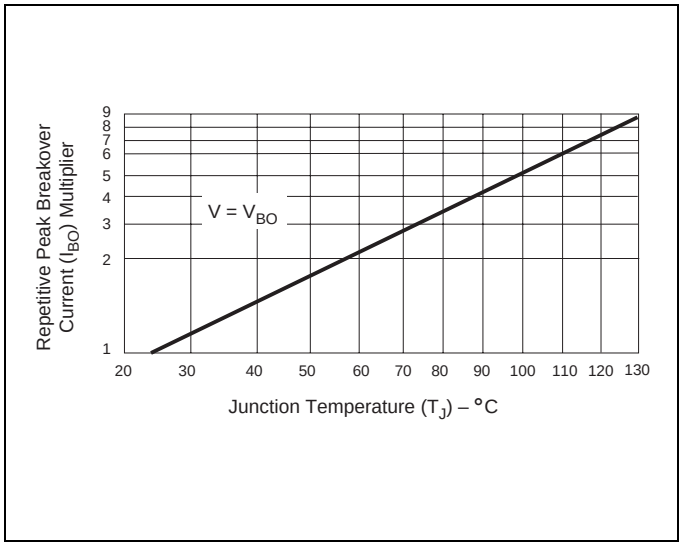

Figure E9.6 Normalized Repetitive Peak Breakover Current versus Junction Temperature
(2) See Figure E9.6 for I_{BO} versus junction temperature.